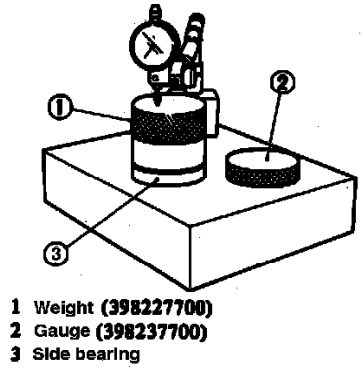

Fig. 10 Measuring Side Bearing Width
a. Before installing side bearings, measure bearing width by using a weight block of about 5.5 lbs., **Fig. 10.** Standard bearing width is .787 inch.